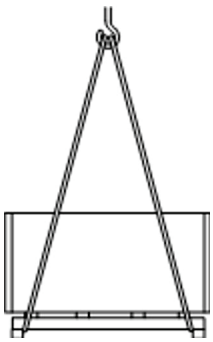

Abb. 32: Transport mit dem Kran
1. ▸ Seile, Gurte oder Mehrpunktgehänge entsprechend (Abb. 32) an der Palette anschlagen.